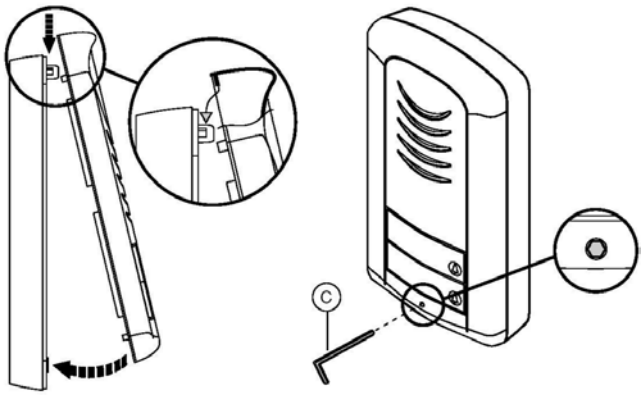

rys. 26
6) Założyć część frontową panela na zaczepy znajdujące się w górnej części podstawy panela oraz skręcić obie części panela przy użyciu specjalnego klucza patentowego **C** (**rys.26**)